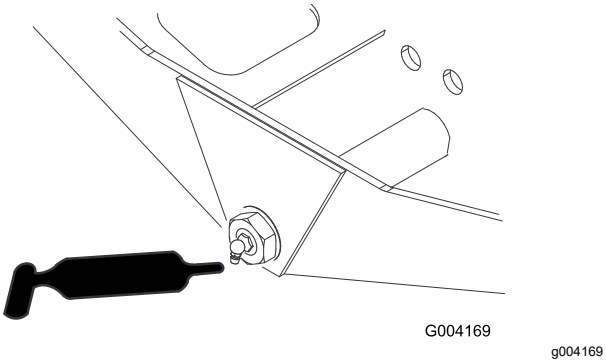

Rysunek 81
- Przegub kolumny kierownicy – osi (1) (Rysunek 81)